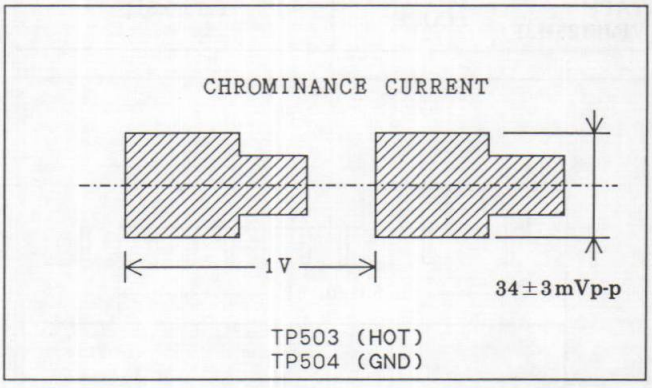

Fig. E7
3. Adjust VR502 so that the chrominance recording current level is 34 +– 3mVp–p as shown in Fig. E7.